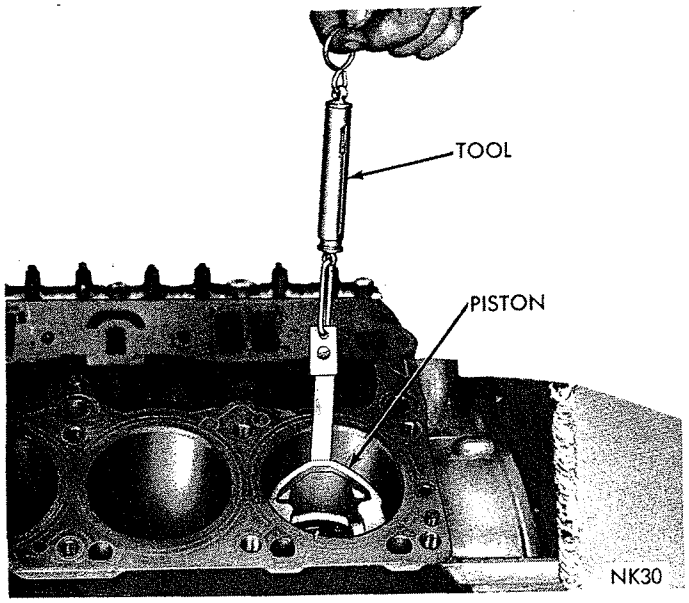

*Fig. 42—Fitting Piston in Cylinder Bore*
(1) Coat cylinder bore lightly with SAE 10W engine oil. Insert the piston in the bore upside down with feeler stock between thrust face of piston and cylinder wall.
(2) Hold the piston and draw the feeler stock straight out, with spring scale Tool C-690.
(3) The amount of pull required should be from 5 to 10 pounds (Fig. 42).